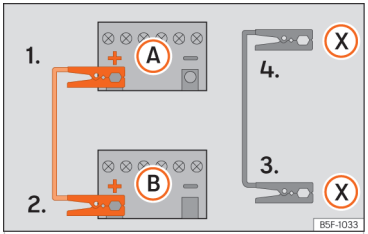

**Fig. 211** Wiring diagram for vehicles with a start/stop system.
The jump leads should only be connected in the order **1 > 2 > 3 > 4** ››› Fig. 211.
*Vehicles with a Start-stop system:* connect one end of the black jump lead (X) to a suitable ground terminal, to a solid piece of metal in the engine block, or to the engine block itself ››› Fig. 211.
5. Connect the other end of the *black* jump lead (X) to a solid metal component bolted to the engine block or to the engine block itself of the vehicle with the flat battery. Do not connect it to a point near the battery **A**.